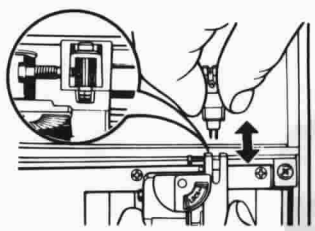

Fig. 5
6. Draw out the cartridge. **(See Fig. 5.)**